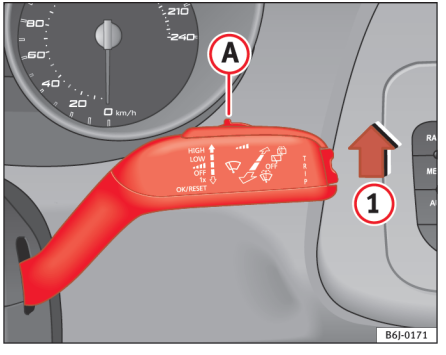

Fig. 60 Betjeningsarm til viskerne
– Sæt armen i position (1) ⇒ fig. 60.
– Bevæg kontakten (A) til venstre eller højre for at indstille, hvor følsom regnsensoren skal være. Hvis kontakten drejes mod højre: meget følsom. Hvis kontakten drejes mod venstre: mindre følsom.